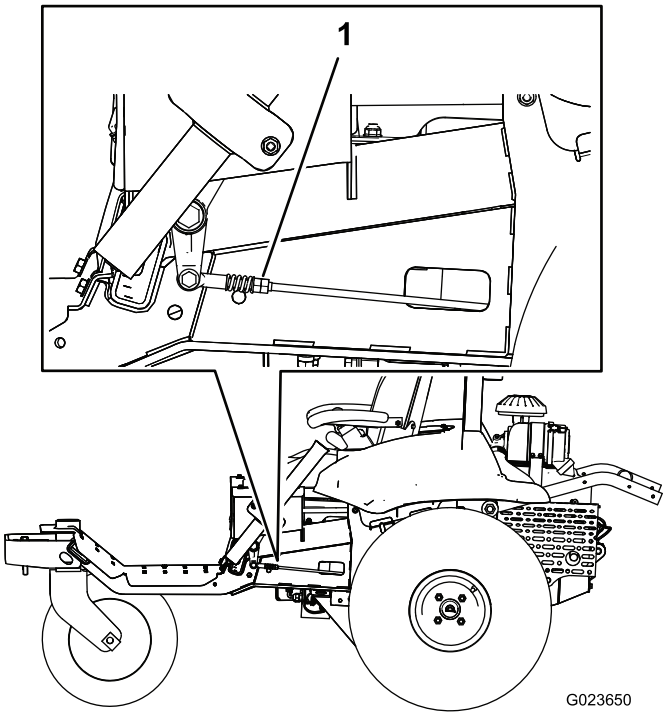

Figur 62
7. På ena sidan av maskinen vrider du de dubbla muttrarna på länksystemet sakta (Figur 62) tills hjulet på den sidan börjar rotera. Sedan vrider du de dubbla muttrarna åt andra hållet tills hjulet roterar i den andra riktningen.